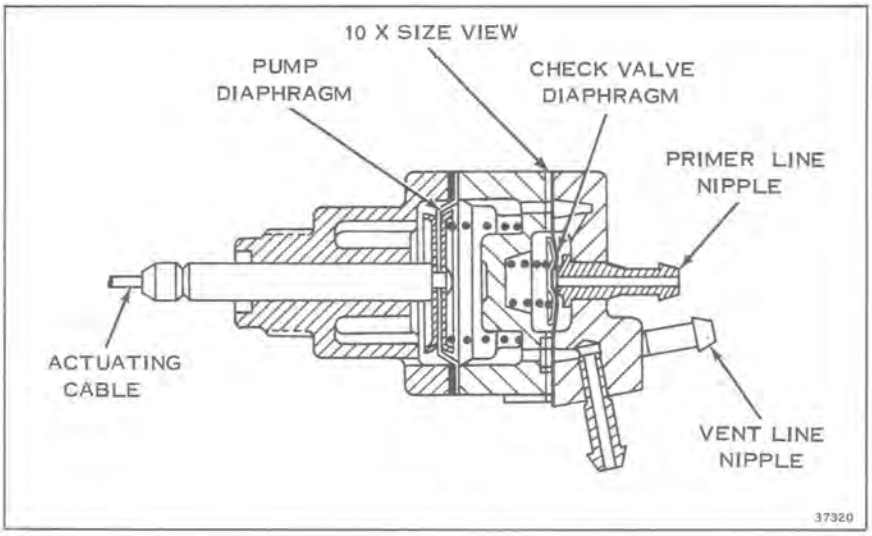

Figure 6-15
b. To check operation of the primer, disconnect primer line from carburetor. A spurt of fuel should be evident when the plunger is depressed. If little or no fuel is discharged, check for crimped primer line, dirt in check valve diaphragm or bad pump diaphragm. See Figure 6-15.